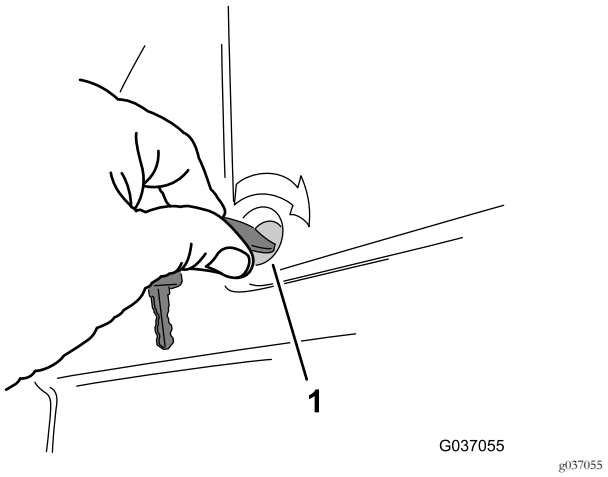

Figur 42
3. Fest dekselet til plattformen ved å rotere de to kvartomdreiningsfestene med klokken (Figur 42).